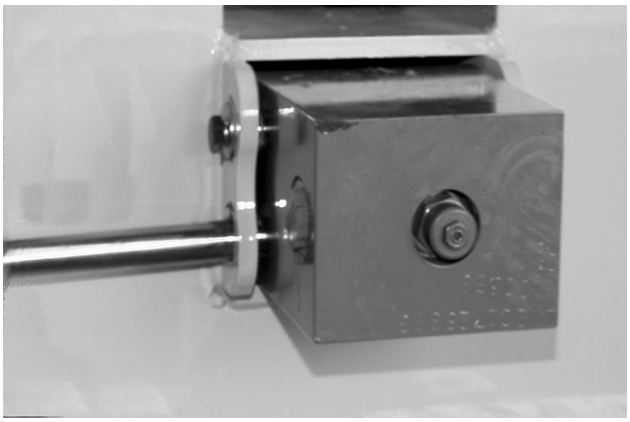

FIGURA 4-86
8. Inserte dos pasadores en el extremo de varilla del cilindro telescópico. Asegure los dos extremos de cada pasador con una arandela plana, arandela de seguridad y perno (Figura 4-86).